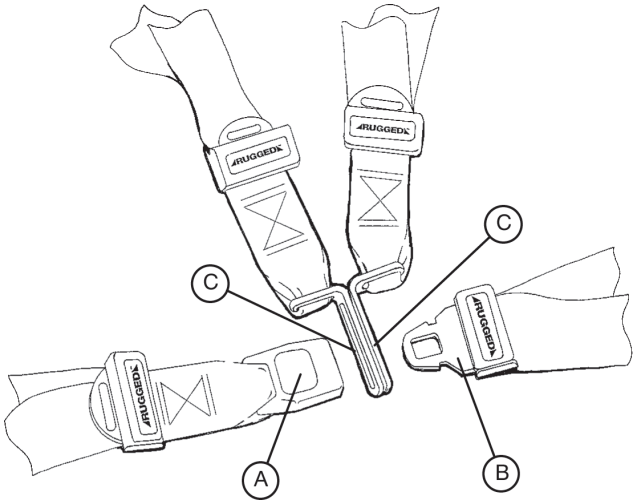

Figure 33 - Bouclage des sangles de retenue
- **Pour ouvrir la sangle,** appuyer sur le bouton rouge (A) à l'avant de la partie femelle de la boucle. La partie mâle de la boucle se libère (B) et on peut alors la retirer de la partie femelle de la boucle (Figure 33).
- **Pour fermer la sangle,** pousser la partie mâle dans la partie femelle jusqu'à ce qu'un déclic se fasse entendre. Pour attacher la sangle de poitrine, s'assurer que la partie mâle passe par les deux anneaux (C) sur la sangle d'épaule (Figure 33).